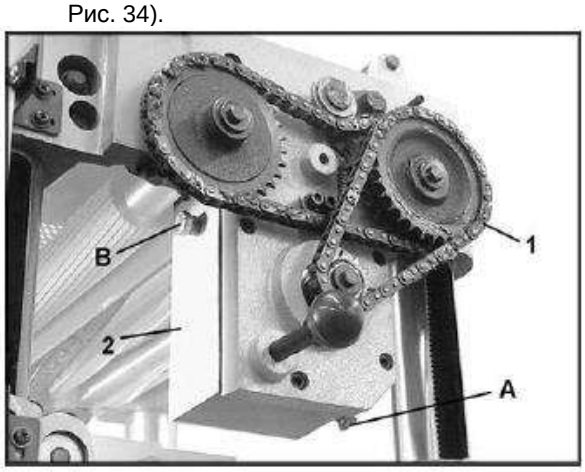

Рис. 34
1. Открутить сливную пробку (A, см. Рис. 34) с помощью гаечного ключа на 14 мм и снять крышку заливной горловины (B, см. Рис. 34). Слить отработанное масло.
2. Затянуть сливную пробку (A, см. Рис. 34).
3. Залить через отверстие новое масло (B, см. Рис. 34).
4. Затянуть крышку заливной горловины (B, см. Рис. 34).